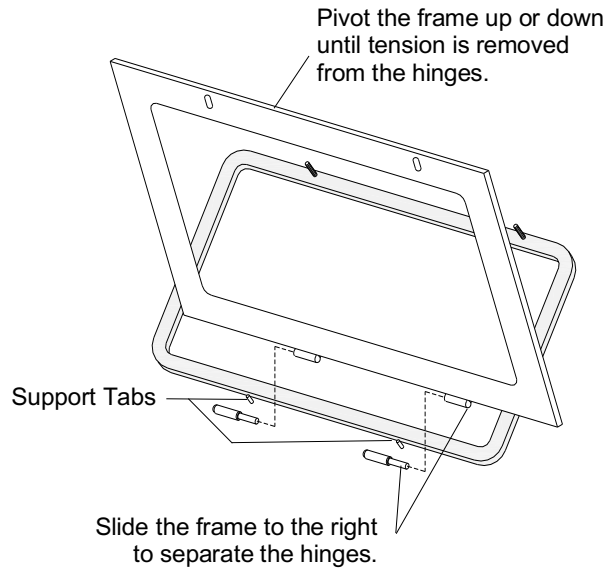

Figure 35
### 7.7 Window-Frame Removal – Figure 35
**7.7.4** Slide the frame to the right to remove. The hinges separate, as shown in Figure 35.